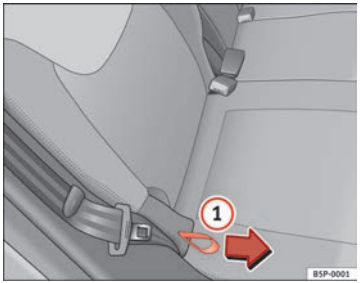

Fig. 96 Regolazione dell'inclinazione dello schienale del sedile posteriore
– Afferrare lo schienale per la parte superiore. Tirare in direzione della freccia la maniglia flessibile che si trova su un lato del sedile ⇒ fig. 96 (1) tenendola poi tirata. Contemporaneamente spingere lo schienale all'indietro portandolo nella posizione desiderata, infine lasciare la maniglia.